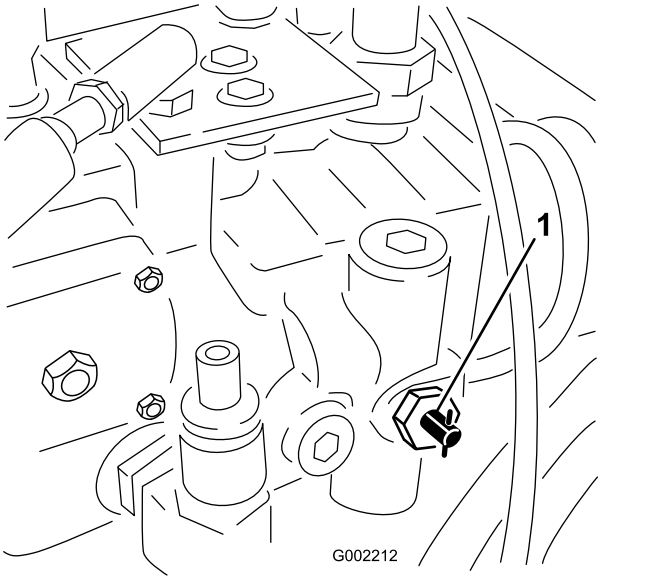

Figura 29
1. Gire la válvula de remolcado (Figura 29) 90º en cualquier sentido para abrirla.